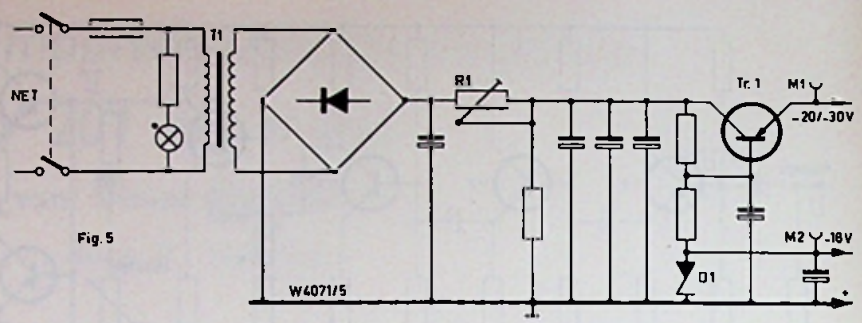

Fig. 5
C. DE GESTABILISEERDE VOEDING V 203. (zie fig. 5)